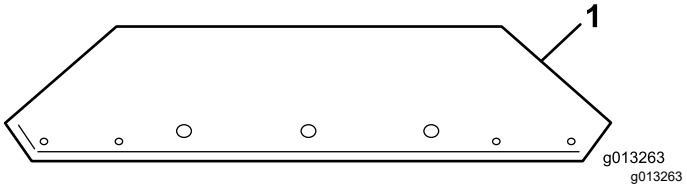
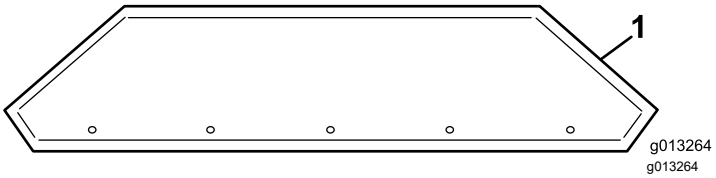

**Figuur 12**
**Figuur 13**
1. Neem de uitbreidingen van de hopper uit de kist en ga na welke de voorste en welke de achterste is (Figuur 12 en Figuur 13).